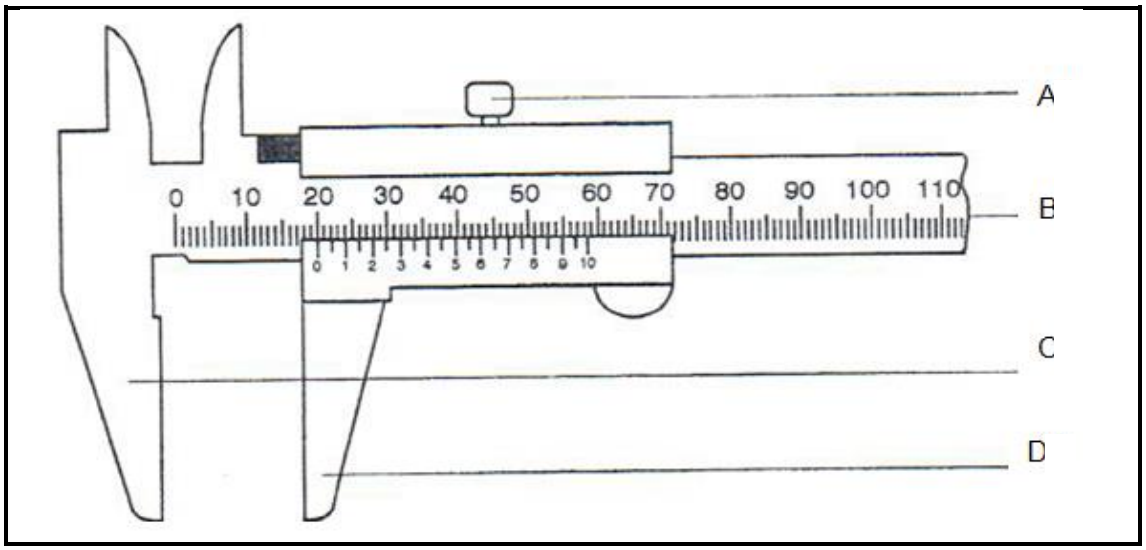

FIGUUR 1
2.1 FIGUUR 1 toon 'n diagram van 'n meetinstrument. Beantwoord die volgende vrae met betrekking tot die diagram in FIGUUR 1.
2.1.1 Wat is die naam van die meetinstrument in FIGUUR 1? (1)